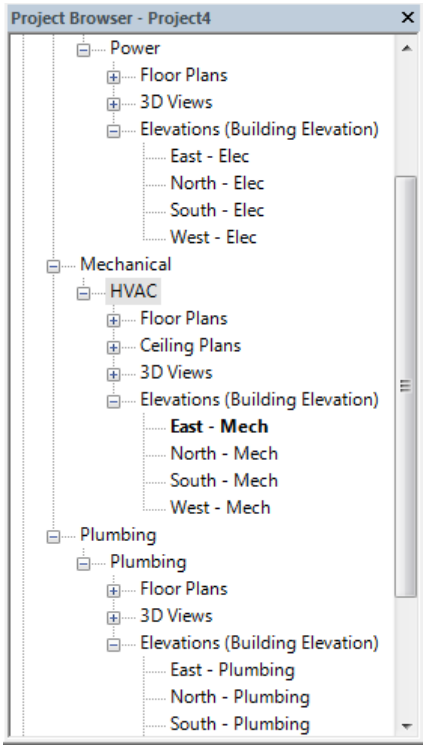

Figure 3-2 *The **Project Browser** displaying various elevation views for different disciplines*
*In Revit, you can view the levels in the elevations or section views displayed in the **Project Browser** under each discipline such as Mechanical, Electrical, or Plumbing, refer to Figure 3-2.*